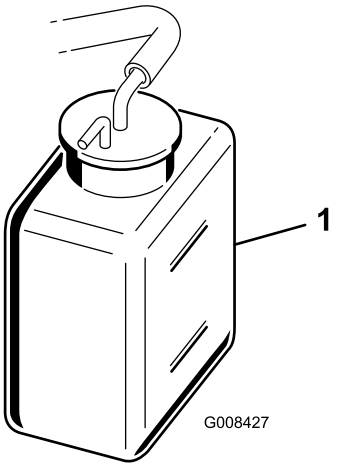

Figur 31
2. Kontroller kjølevæskenivået (Figur 31). Det skal være mellom linjene på reservetanken når motoren er kald.